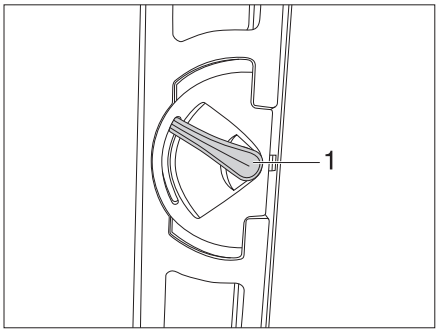
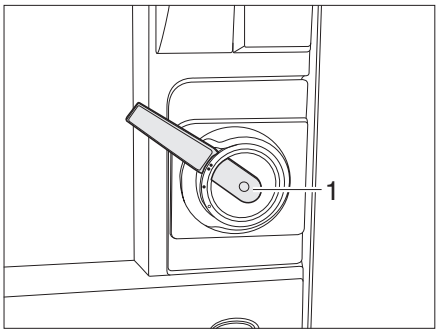

Fig. 21 Variant 1: Door lock of conversion door, inside, locked
Fig. 23 Variant 2: Door lock of conversion door, inside, locked
- Turn the handle (Fig. 21,1 or Fig. 23,1) approx. 45° upward and leave it in this position.